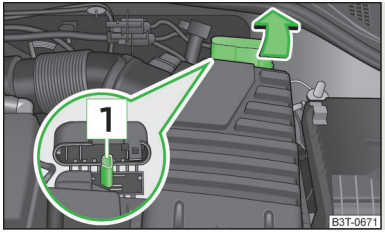

Fig. 186
On vehicles with the vehicle battery in the boot, the positive terminal of the battery supplying the power can only be connected to the jump-starting point in the engine compartment of the vehicle being started by means of a jump-start cable » Fig. 186!
- Open the protective cap of the jump-starting point in the direction of the arrow » Fig. 186.